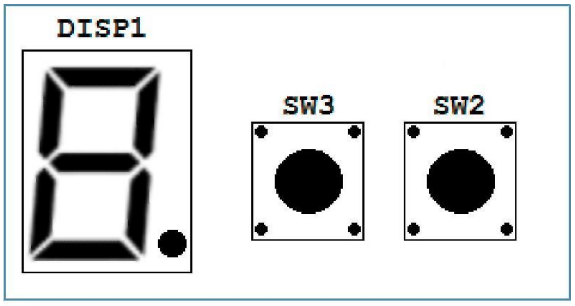

Abb. 46: 7-Segment Display und Drucktaster IC 4000/1
4. Wählen Sie sich nun in die Parameterebene ein. Dazu die Tasten SW3(-) und SW2(+) (Abb. 46) auf der Platine gleichzeitig für 3 sec drücken bis Parameter PP01 auf der 7-Segment Anzeige (DISP) angezeigt wird.
6. Wählen Sie sich nun in die **Einstellebene des Parameters** ein. Dazu die Tasten SW3 und SW2 (Abb. 46) auf der Platine gleichzeitig drücken und für 3 sec halten bis der **Parameter PP03 blinkt**.